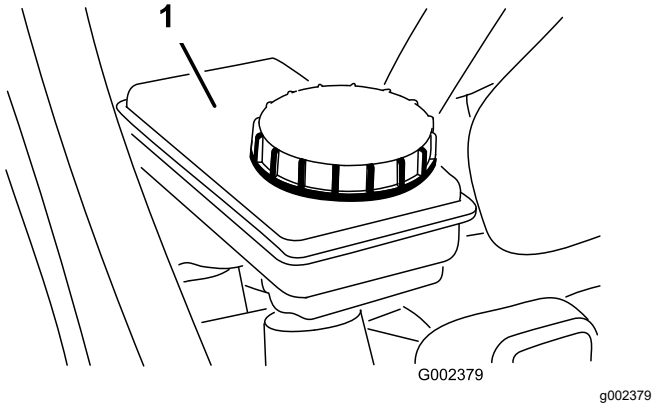

**Figuur 24**
2. Het vloeistofpeil moet tot aan de Vol-streep op het reservoir staan (Figuur 24).